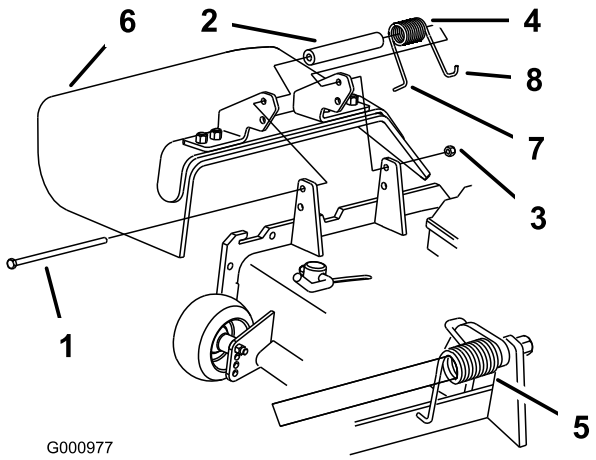

Rysunek 89
1. Odkręć przeciwnakrętkę, śrubę, sprężynę i element dystansowy mocujące deflektor do wsporników osi obrotu (Rysunek 89). Usuń uszkodzony lub zużyty deflektor trawy.
Informacja: Przed przykręceniem śruby w sposób pokazany na Rysunek 89 upewnij się, że koniec sprężyny w kształcie litery **L** jest zamontowany za krawędzią podwozia.
3. Zamocuj śrubę i nakrętkę. Umieść koniec sprężyny z zaczepem w kształcie litery **J** wokół deflektora trawy (Rysunek 89).